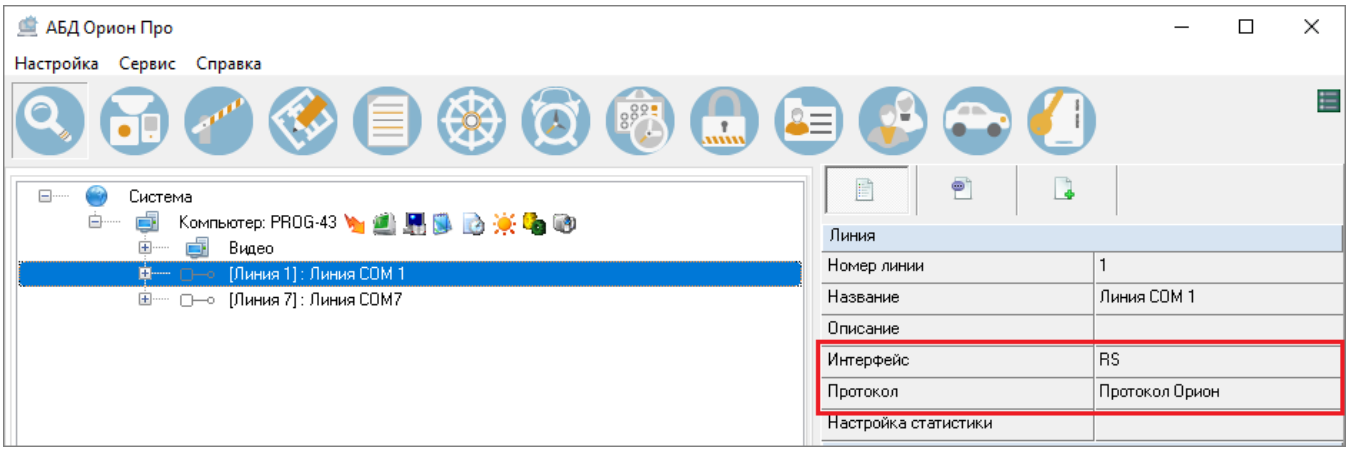
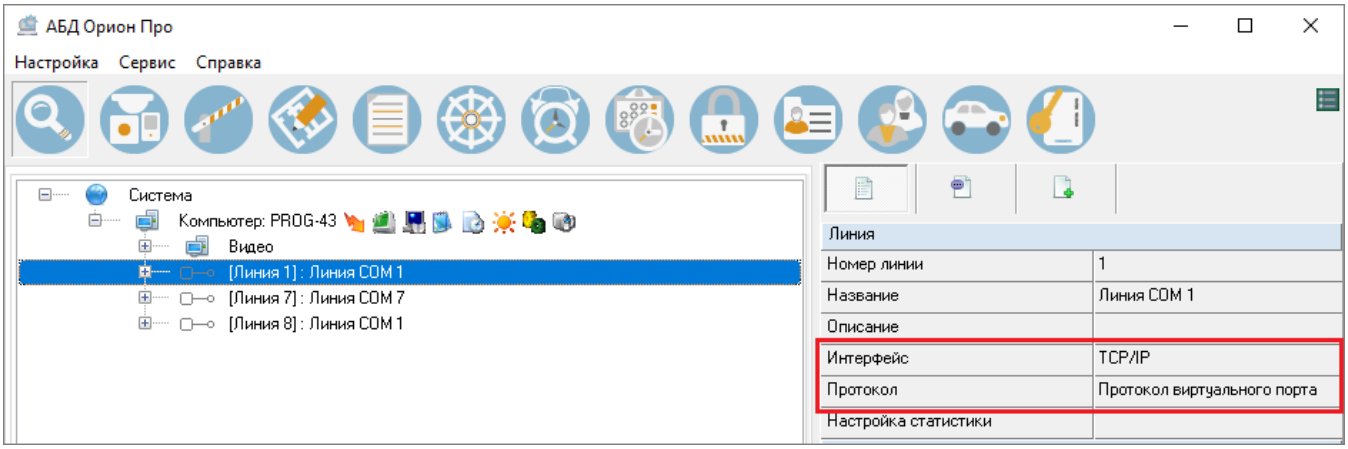
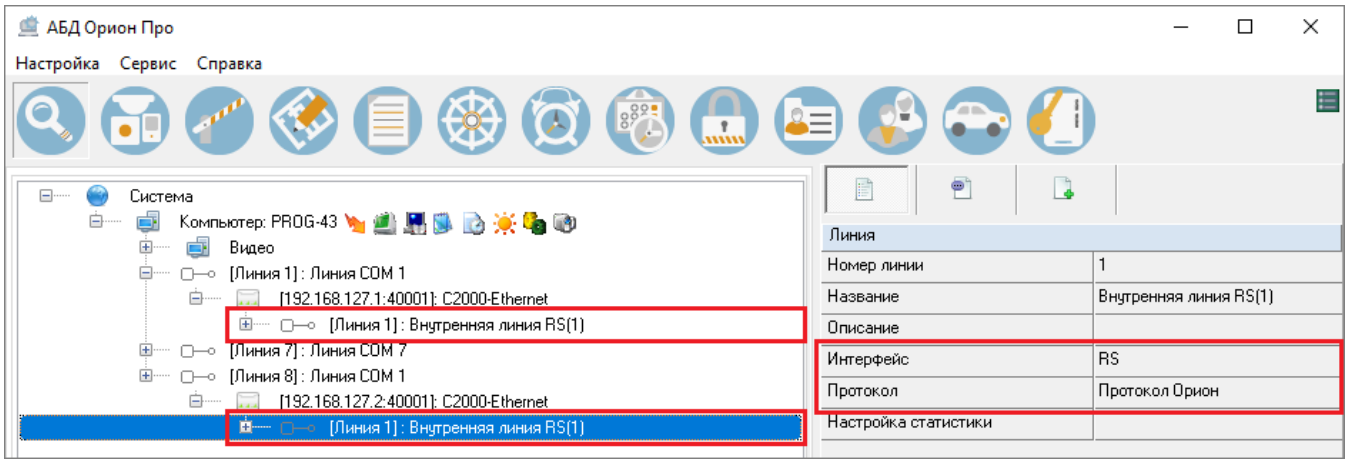

Рисунок 6-92 Настройки линии до ее преобразования
Рисунок 6-93 Измененные настройки линии после ее преобразования мастером изменения протокола
Рисунок 6-96 Внутренние линии приборов С2000-Ethernet и их настройки
- В настройках глобальных свойств изменяемой линии, для которой ранее был задан интерфейс RS и протокол «Орион» или «Орион Про» (см. Рисунок 6-92), интерфейс и протокол изменятся на «TCP/IP» и «Протокол виртуального порта» соответственно (см. Рисунок 6-93);
- Для приборов С2000-Ethernet появятся внутренние линии (см. Рисунок 6-96) с интерфейсом RS и протоколом, соответствующим тому протоколу («Орион» или «Орион Про»), который был у преобразовываемой линии (см. Рисунок 6-92).